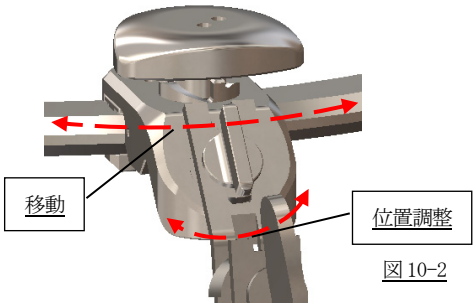

図 10-2
(3)-2 レトラクタースライドアジャスターⅡを任意の位置に移動させてください。(図 10-2)